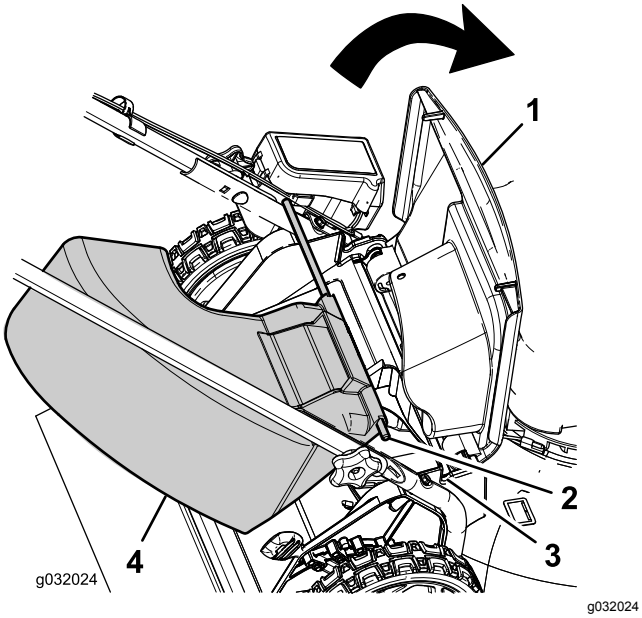

Figur 21
1. Lyft upp den bakre luckan (Figur 21).
2. För in sidoutkastarens stångändar i spåren på handtagsfästena (Figur 21).